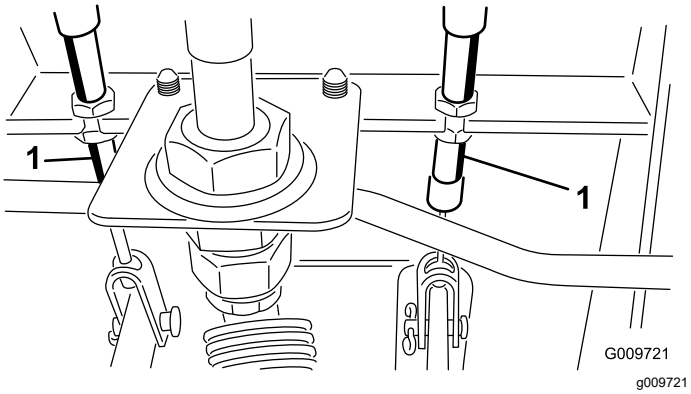

**Figuur 119**
A. Draai de voorste moer op het draadeinde van de remkabel los (Figuur 119).